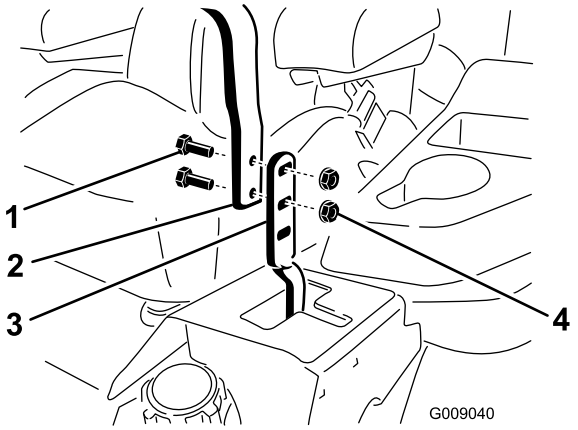

Figura 76
3. Afloje los pernos y las tuercas con arandela prensada de las palancas (Figura 76).